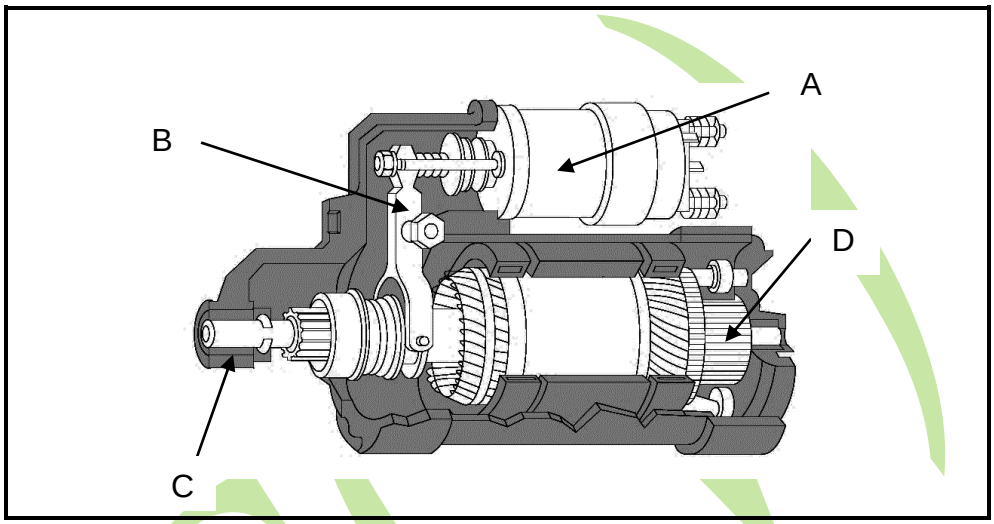

FIGURE 2 (4)
3.1 Use the picture in FIGURE 2 below to answer the following questions.